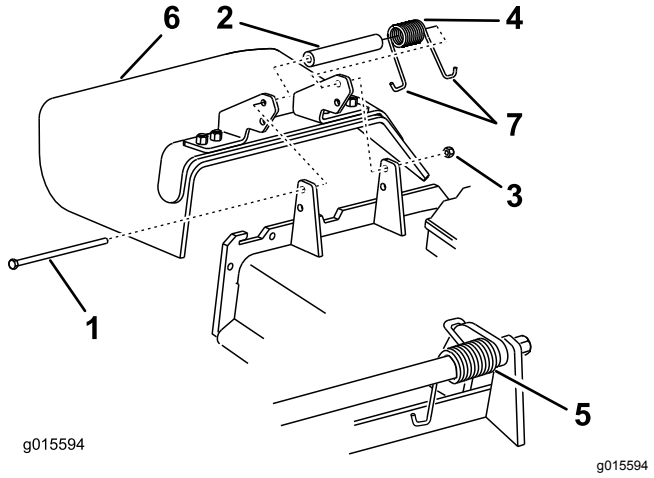

Figuur 106
1. Verwijder de borgmoer, bout, veer en afstandsstuk waarmee de grasgeleider vastzit op de draaibeugels (Figuur 106).
2. Verwijder een beschadigde of versleten grasgeleider (Figuur 106).
Opmerking: Zorg ervoor dat 1 **J**-vormig haakuiteinde van de veer is gemonteerd achter de rand van het maaidek voordat u de bout monteert zoals wordt aangegeven in Figuur 106.
6. Plaats 1 **J**-vormig haakuiteinde van de veer om de grasgeleider (Figuur 106).